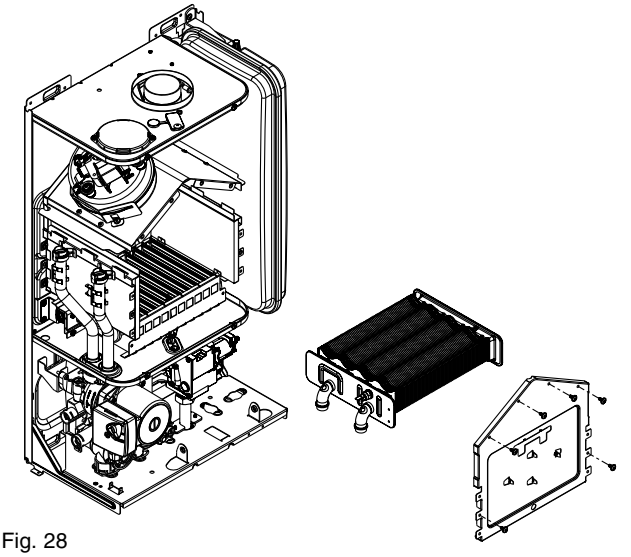

Fig. 28
6.13 MAIN HEAT EXCHANGER (fig. 28)